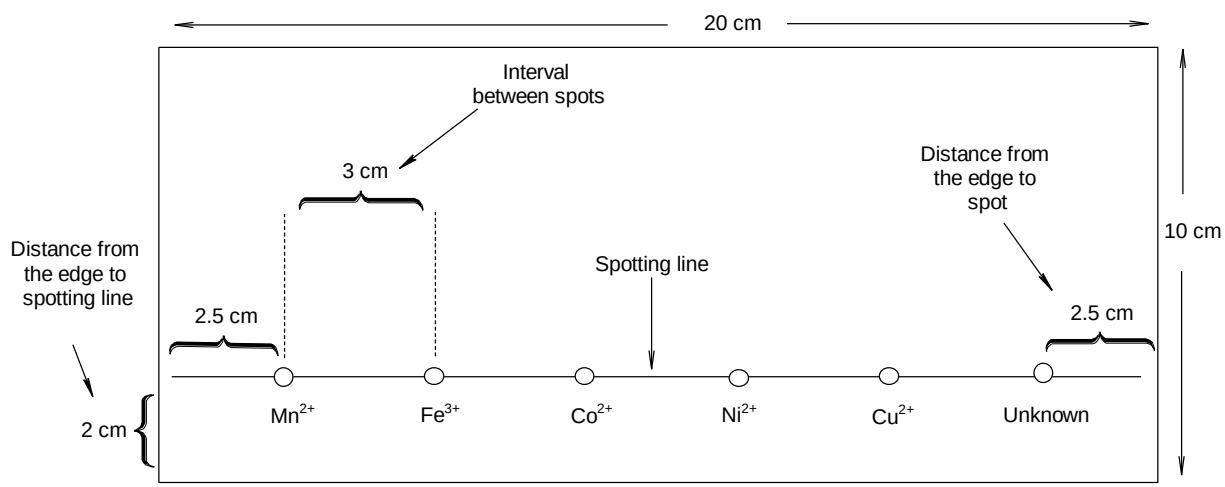

Figure 1. Parts of the chromatogram.
3. Draw a spotting line 2 cm from the edge of the 20 cm side of paper (Figure 1).
4. Make a mark along the spotting line 2.5 cm from one of the edges. Then make 5 more similar marks at 3 cm intervals along the line. The last spot should be about 2.5 cm from the edge (Figure 1).